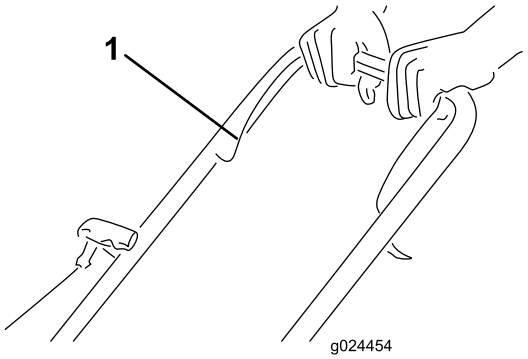

Bild 12
1. Halten Sie den Schaltbügel gegen den Bügel gedrückt (Bild 12).